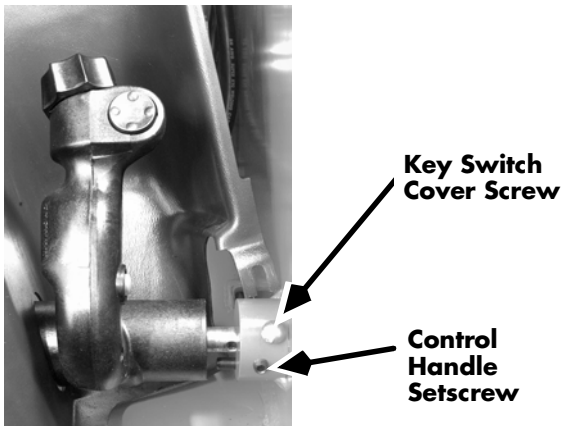

Figure 7-185: Control Handle Removal
4. Remove the simultaneous function control handle from its pivot and place out of the way. See Figure 7-185.